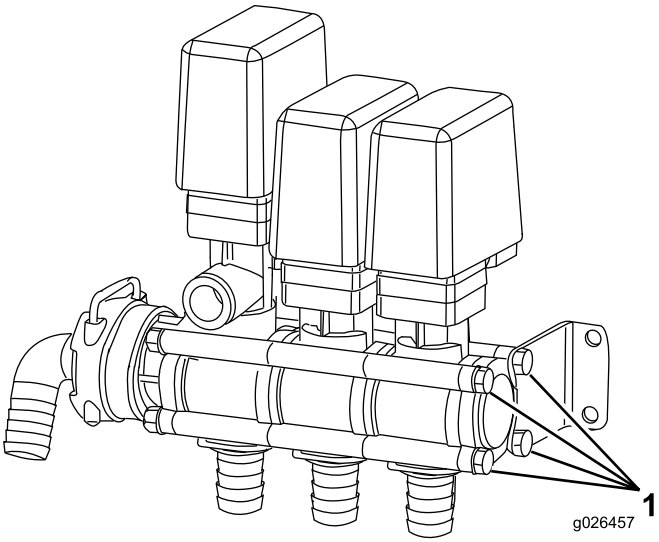

Figura 3
6. Togliete con attenzione i bulloni passanti e smontate il gruppo della valvola (Figura 3).